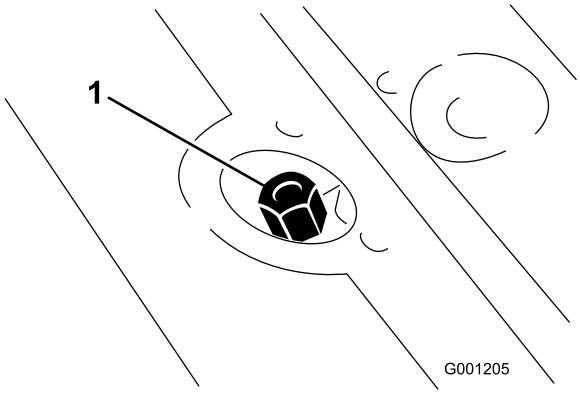

Figur 24
2. Ta ut oljestickan (Figur 24) från påfyllningsröret och torka av den med en ren trasa. Skruva på oljesticksslocket med fingrarna på påfyllningsröret och ta sedan loss det och kontrollera nivån. Om nivån är lägre än 13 mm från skåran på oljestickan, fyller du på tillräckligt med högkvalitativ hydraulolja för att höja nivån till skåran. Fyll inte på för mycket.